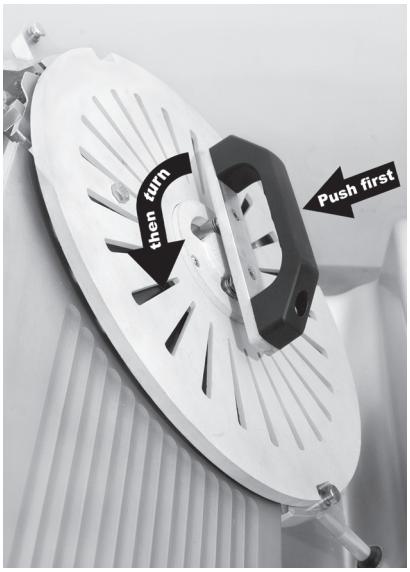

Fig. 22
- First, push the Handle firmly, all the way into the hub. Then, turn the Handle counterclockwise until it stops (Fig. 22). You may experience resistance when turning.